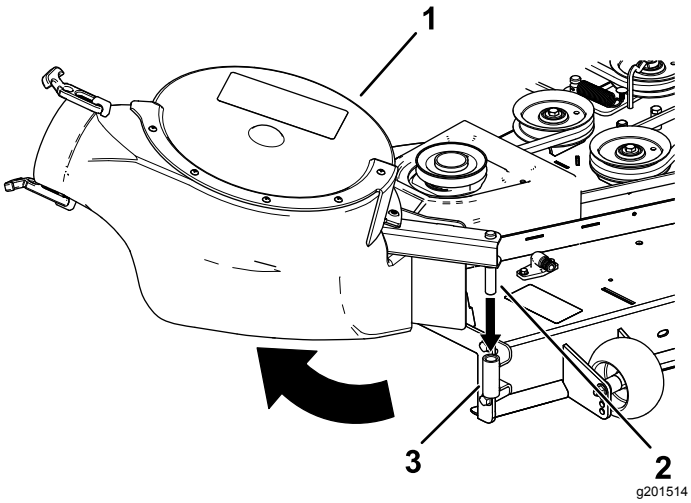

Figur 23
2. Sæt blæserens drejetap i blæserstøtten, og drej blæserenheden indad mod maskinen (Figur 23).